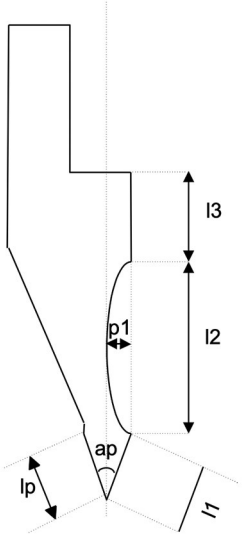

Figura 8. Ejemplo de dibujo de punzón
- Pulse **[ENTER]**; la siguiente sección se dibujará en modo automático. Se marcará la sección a la que se refieren los datos y el cursor se desplazará al campo 1 donde puede introducir la longitud de la sección. El dibujo del punzón se generará a medida que introduzca alternativamente las longitudes y los ángulos. Cuanto más se correspondan con la realidad las medidas y ángulos introducidos, más correcto será el dibujo. Figura 8 Ejemplo de punzón dibujado.